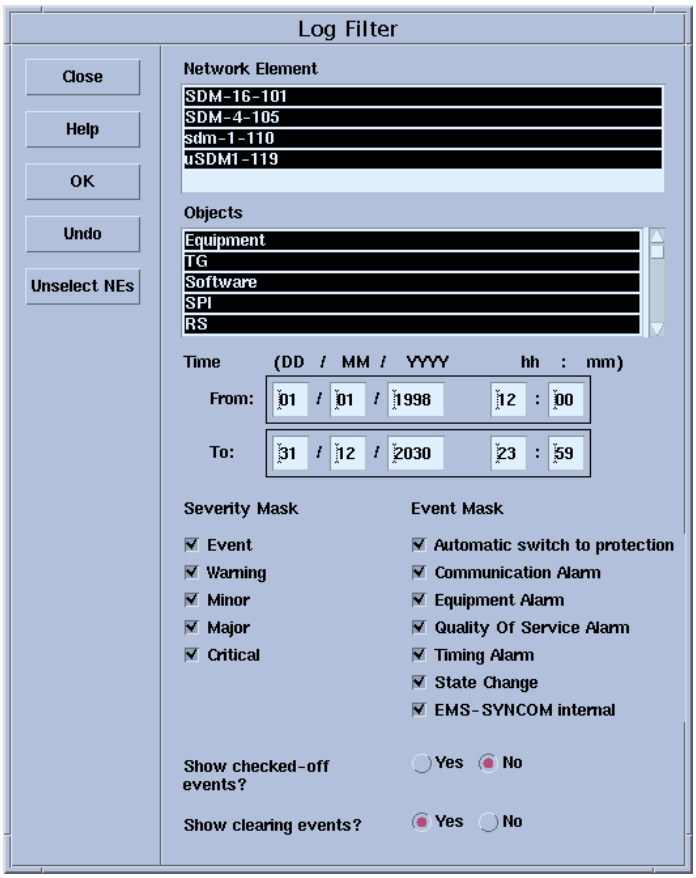

Figure 4-6. The Log Filter Window
5. You can filter the log file from the Browser window by selecting **Filter ➔ User Filter** from the window's menu. A window similar to the one shown in Figure 4-6 opens, allowing you to filter the alarms in the file. When a filter is applied, only the alarms displayed in the Browser window are exported. Select **Filter ➔ No Filter** from the window's menu to remove a filter.